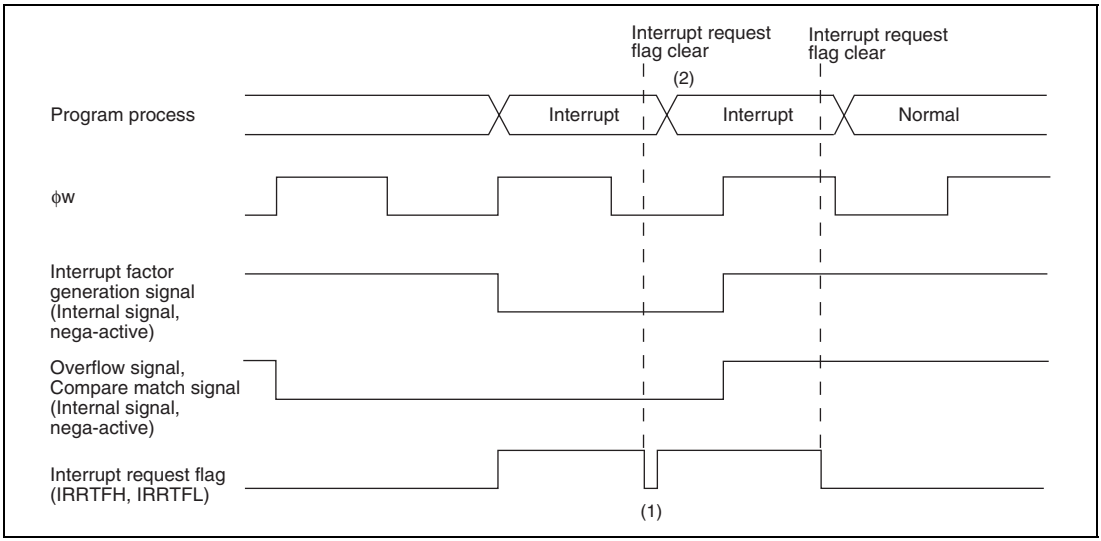

**Figure 9.7 Clear Interrupt Request Flag when Interrupt Factor Generation Signal is Valid**
When ϕw/4 is selected as the internal clock, “Interrupt factor generation signal” will be operated with ϕw and the signal will be outputted with ϕw width. And, “Overflow signal” and “Compare match signal” are controlled with 2 cycles of ϕw signals. Those signals are outputted with 2 cycles width of ϕw (figure 9.7)
In active (high-speed, medium-speed) mode, even if you cleared interrupt request flag during the term of validity of “Interrupt factor generation signal”, same interrupt request flag is set. (figure 9.7 (1)) And, you cannot be cleared timer overflow flag and compare match flag during the term of validity of “Overflow signal” and “Compare match signal”.
For interrupt request flag is set right after interrupt request is cleared, interrupt process to one time timer FH, timer FL interrupt might be repeated. (figure 9.7 (2)) Therefore, to definitely clear interrupt request flag in active (high-speed, medium-speed) mode, clear should be processed after the time that calculated with below (1) formula. And, to definitely clear timer overflow flag and compare match flag, clear should be processed after read timer control status register F (TCSRF) after the time that calculated with below (1) formula. For ST of (1) formula, please substitute the longest number of execution states in used instruction. (10 states of RTE instruction when MULXU, DIVXU instruction is not used, 14 states when MULXU, DIVXU instruction is used) In subactive mode, there are not limitation for interrupt request flag, timer overflow flag, and compare match flag clear.